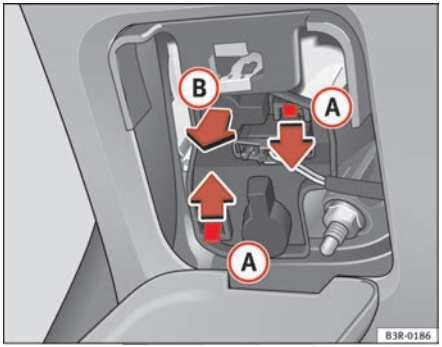

Fig. 216 Remove the bulb holder ▶
– Press on the tabs (A) ⇒ page 266, fig. 216 in the direction of the arrows and remove the bulb holder by pulling in the direction of the arrow (B).